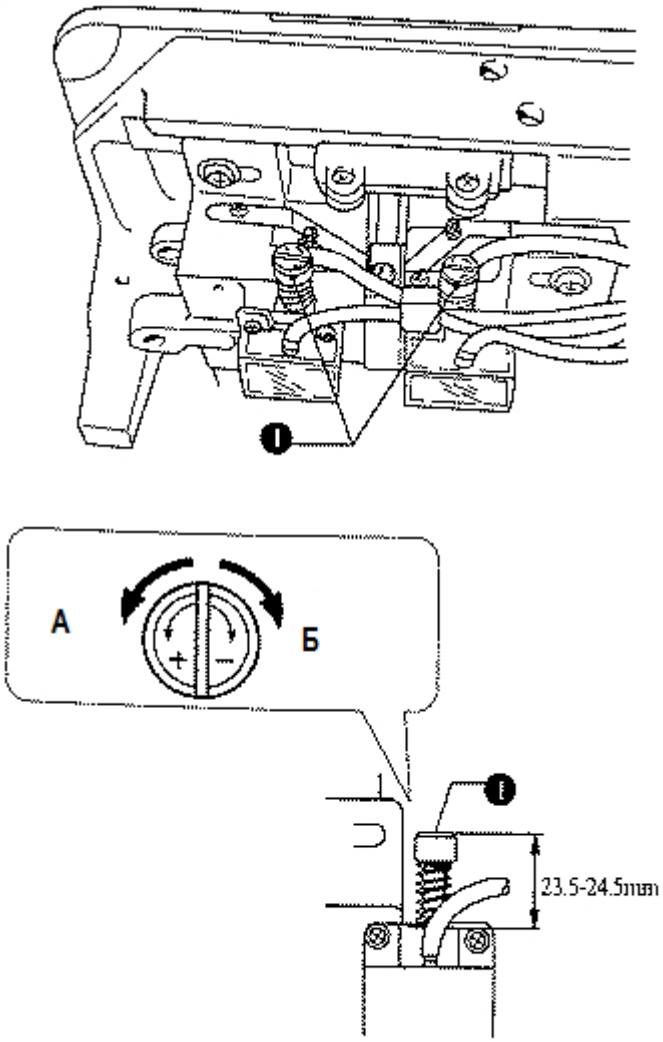

рис.40
23. Регулировка количества подаваемого в челнок масла. (Рис.40, 41)